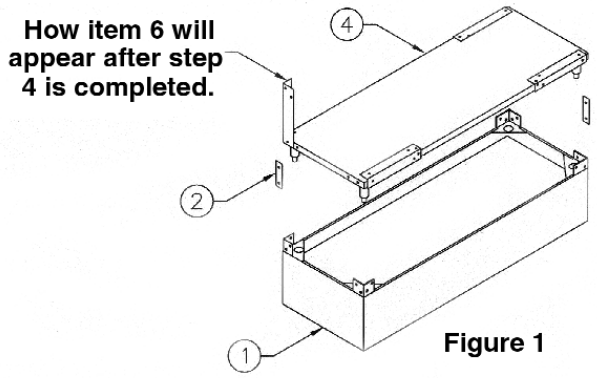
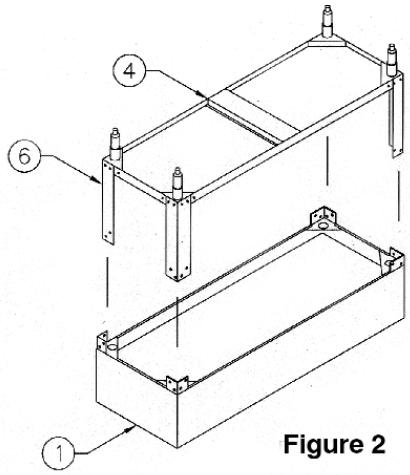

Figure 1
Figure 2
1. This unit is shipped with the under shelf (item 4) upside down and attached to the bottom of the body assembly (item 1) with the shipping straps (item 2). The 4 legs (item 6) are at each corner and on top of the undershelf (item 4).
2. Remove the unit from the shipping box, and place it upside down as shown in figure 1.
3. Remove and discard shipping straps. (item 2)
4. Loosen each leg (item 6), turn it straight up and re-secure each with the 1/4-20 machine screws (item 9).
5. Invert the shelf and leg assembly, setting it down upon the inverted body assembly (see figure 2). If assembled correctly , the unused holes in the in the legs will line up with the unused holes in the body assembly corner post holes. Secure them with the 1/4 -20 machine screws (item 9).